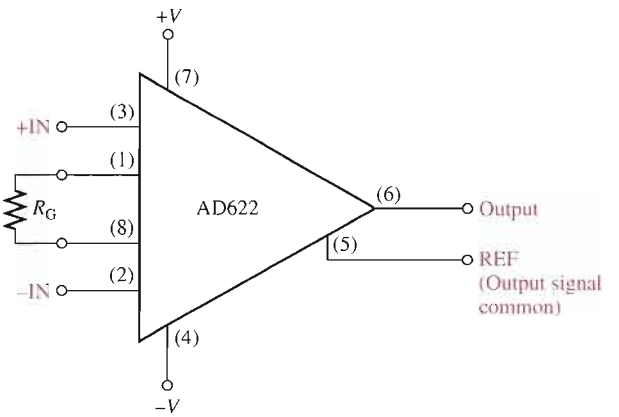

FIGURE 14–5
Gain versus Frequency The graph in Figure 14–6 shows how the gain varies with frequency for gains of 1, 10, 100, and 1000. As you can see, the bandwidth decreases as the gain increases.
▶ **FIGURE 14–6**